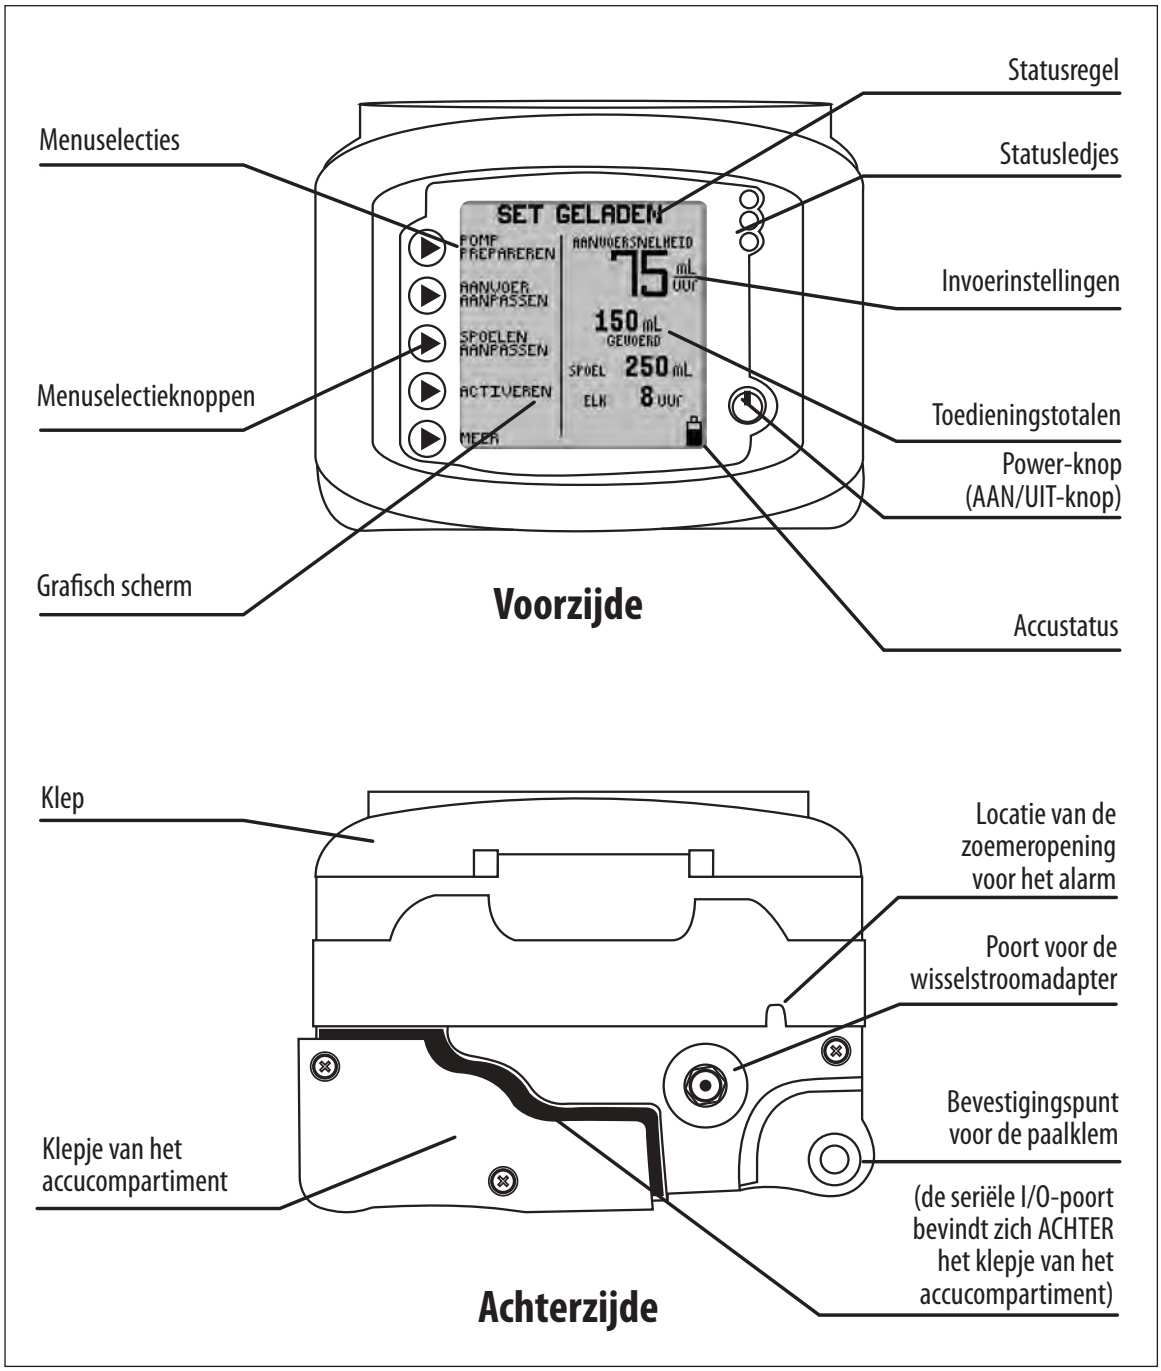

Afbeelding 1A. Functies, voor- en achteraanzicht van de Kangaroo™ Joey enterale voedingspomp.
13. **Waarschuwing:** De seriële I/O-poort (zie Afbeelding 1A) is uitsluitende bestemd voor gebruik door de fabrikant of een gekwalificeerde monteur.
Steek de wisselstroomadapter (onderdeelnummer 382491) in de poort voor de wisselstroomadapter aan de achterkant van de pomp. Zie Afbeelding 1A voor de plaats van de poort op de pomp.